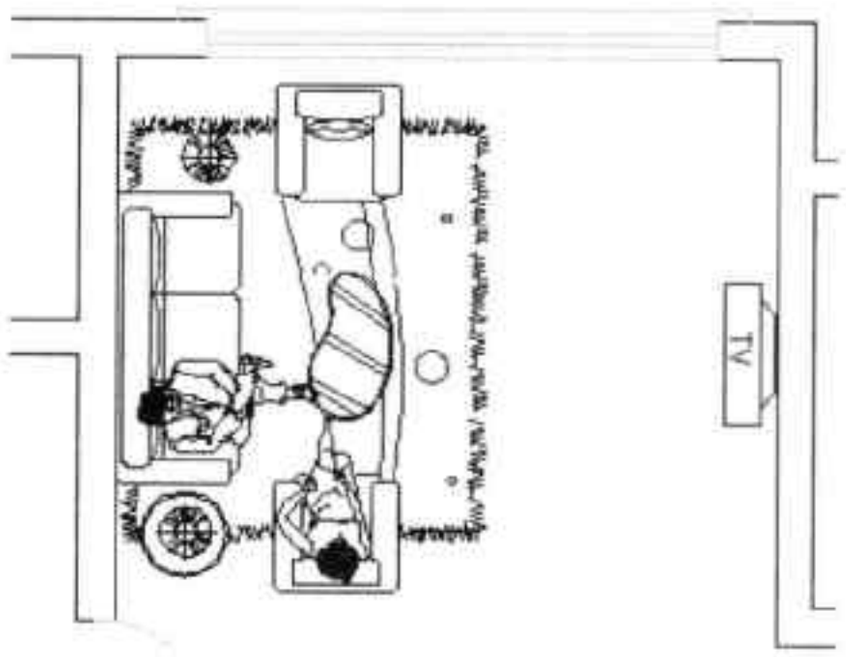

图18-10 插入电视机图块
Step 10 设置好后，将电视机图块插入至客厅合适位置，结果如图 18-10 所示。